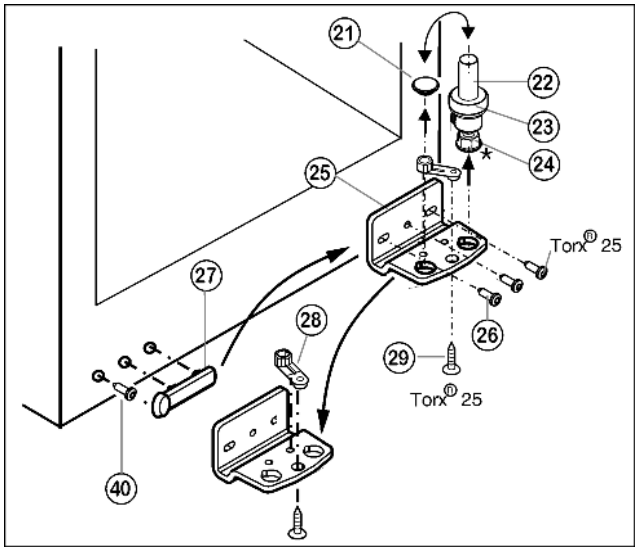

Fig. 5
- ▶ Retirer le pivot *Fig. 5 (22)* complètement avec le disque *Fig. 5 (23)* et le pied réglable* *Fig. 5 (24)* par le haut.
- ▶ Enlever le bouchon *Fig. 5 (21)*.
- ▶ Dévisser *Fig. 5 (25)* le support d'appui *Fig. 5 (26)*.
- ▶ Dévisser l' *Fig. 5 (29)* élément pivotant *Fig. 5 (28)* et le permuter dans le trou opposé du support d'appui.
- ▶ Enlever le cache côté poignée *Fig. 5 (27)* avec précaution, dévisser la vis *Fig. 5 (40)* et les positionner sur le côté opposé.
- ▶ Revisser à fond le support d'appui *Fig. 5 (25)* sur le nouveau côté charnière en utilisant une visseuse sans fil si nécessaire, avec un couple de serrage de **4 Nm**.
- ▶ Réinsérer le bouchon *Fig. 5 (21)* dans l'autre trou.
- ▶ Replacer complètement le pivot *Fig. 5 (22)* avec le disque et le pied réglable*. Faire attention à ce que les ergots d'encliquetage soient tournés vers l'arrière.
- ▶ Placer la porte par le haut sur le pivot inférieur *Fig. 5 (22)*.
- ▶ Aligner éventuellement la porte par rapport aux deux trous oblongs du support d'appui inférieur *Fig. 5 (25)* pour qu'elle affleure avec l'habillage de l'appareil. Pour cela, dévisser la vis centrale.